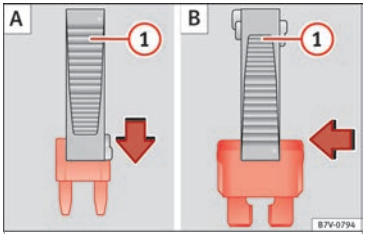

Bild 63 Ta ut eller sätta i en säkring
- *Små säkringar*: lås tången ovanifrån »» **bild 63 A**.
- *Större säkringar*: flytta tången i sidled över säkringen »» **bild 63 B**.